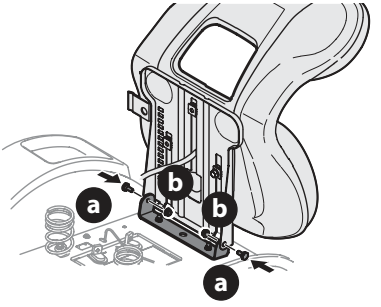

Fig. 3
4. Fixez un côté du siège au support avec les boulons à épaulement (a) et les écrous autobloquants (b) retirés à l'étape 3. Retenez le siège pendant que vous enlevez le tournevis Phillips et que vous fixez l'autre côté. Prenez garde de ne pas coincer ou endommager le faisceau de câbles pendant que vous installez le siège (Fig. 3). Serrez à un couple de 9 à 12 N m (de 84 à 103 po-lb).